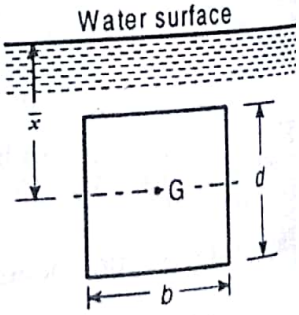

Fig. 3.8
64. A vertically immersed surface is shown in Fig. 3.8. The distance of its centre of pressure from the water surface is